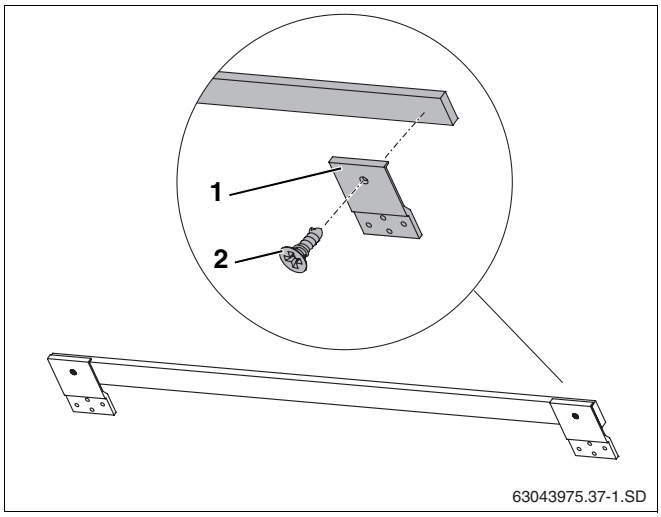

Abb. 10 Abrutschsicherungen an Holzleiste vormontieren
Für die waagerechte Montage müssen 3 Abrutschsicherungen (Abb. 10, **Pos. 1**) an einer Holzleiste befestigt werden (2 außen, 1 mittig).
- Jeweils zwei Abrutschsicherungen (Abb. 10, **Pos. 1**) am Ende der beiliegenden Holzleisten mit Schrauben 4×10 (Abb. 10, **Pos. 2**) befestigen.